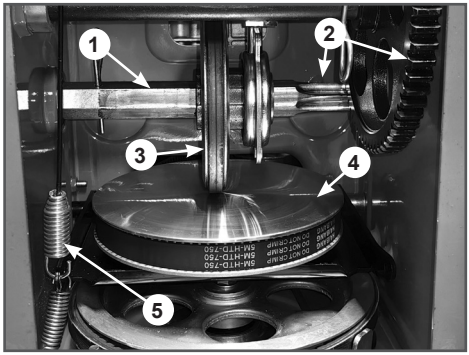

Рис. 35. Обслуживание трансмиссии
Если при нажатом рычаге включения привода хода снегоотбрасыватель не движется или при нажатии на рычаг включения привода хода слышны посторонние звуки, а регулировка длины троса включения привода хода не позволяет устранить проблему, возможно, фрикционное колесо 3 (Рис. 35) полностью износилось и его необходимо заменить.
4. Проверьте состояние фрикционного колеса 3 (Рис. 35). Если высота резинового кольца относительно фрикционного колеса 2 мм и менее, если на резиновом кольце имеются повреждения и разрывы, фрикционное колесо необходимо заменить.
6. Нанесите универсальную низкотемпературную смазку CHAMPION EP-0 тонким слоем на шестигранный вал 1 фрикционного колеса и зубья шестерен 2 (Рис. 35). Смазывать шестигранный вал фрикционного колеса и шестерни трансмиссии необходимо не реже одного раза в год.
Не допускайте попадания смазки на резиновое фрикционное колесо 3 и ведущий диск 4 (Рис. 35).
7. Проверьте регулировку троса включения привода хода. Нажмите рычаг включения привода хода. При полностью нажатом рычаге пружина 5 должна быть растянута на 0,5 - 1 см (Рис. 35). Отпустите рычаг включения привода хода. Между резиновым фрикционным колесом 3 и ведущим диском 4 должен быть зазор не менее 1 мм (Рис. 35);
— Проверьте положение фрикционного колеса 3 относительно ведущего диска 4 (Рис. 35). Плоскость вращения фрикционного колеса 3 должна находиться точно по центру (оси вращения) ведущего диска 4 (Рис. 35). Это необходимо для того, чтобы скорость движения снегоотбрасывателя была одинаковой на первой передней и первой задней передачах.